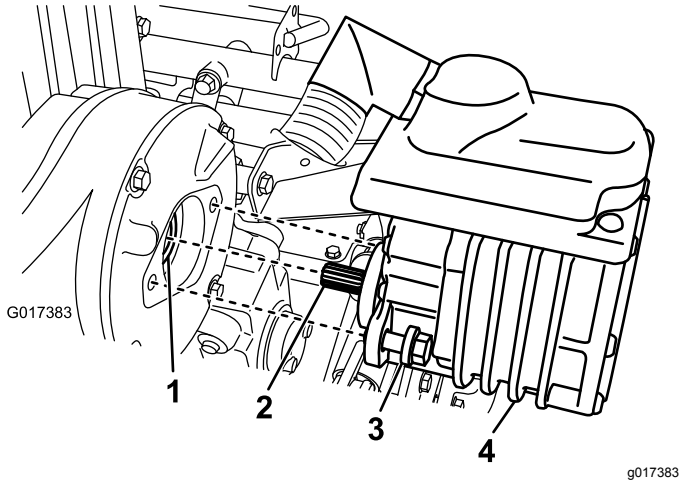

Figuur 40
2. Verwijder de 2 bouten waarmee de motor is bevestigd aan de versnellingskast (Figuur 40).
4. Gebruik een spuitpistool om 1 of 2 slagen vet in de vrouwelijke koppeling van de versnellingskast te spuiten (Figuur 40).